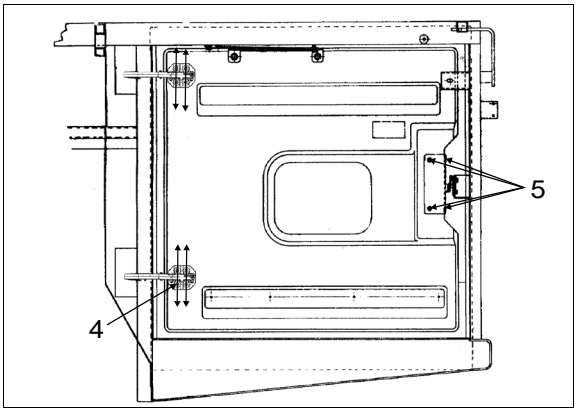

FIGURE 75: ENGINE COMPARTMENT R.H. DOOR 18197
8. Loosen screws (4, Figure 75).